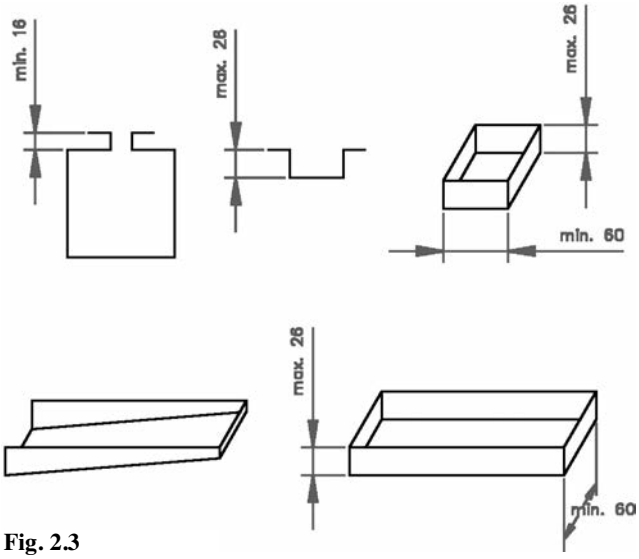

Fig. 2.3
It might be necessary to dismount one or more of the segments (3) in the upper beam in order to make the best possible use of the many possibilities MFF 2-3 have.(see fig. 2.3).